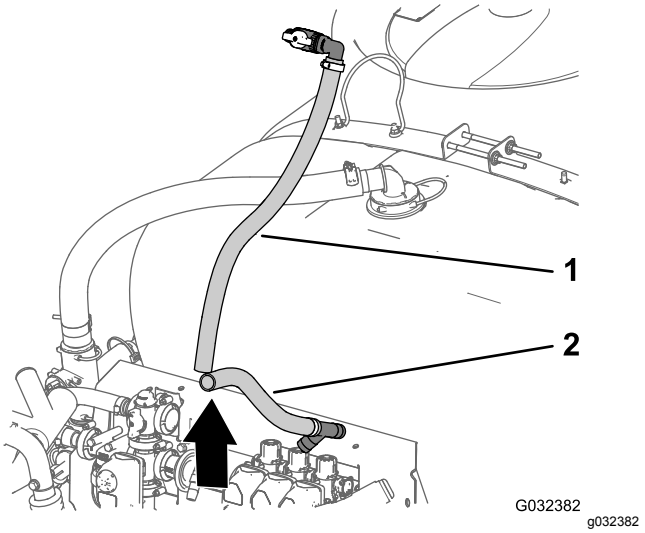

Figuur 54
7. Verwijder de bovenste en onderste omloopslang van de machine (Figuur 54).